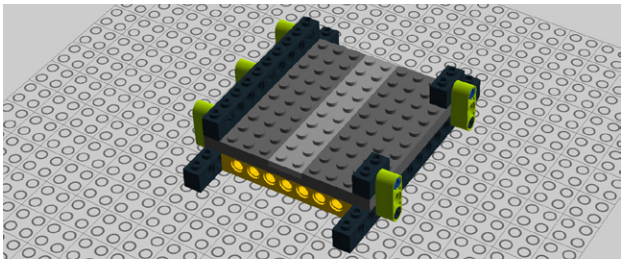

Figure 5-16. *Step 9: Securing the base*
9. Secure the base with these five 3M Technic beams. Figure 5-16 shows how this goes together.